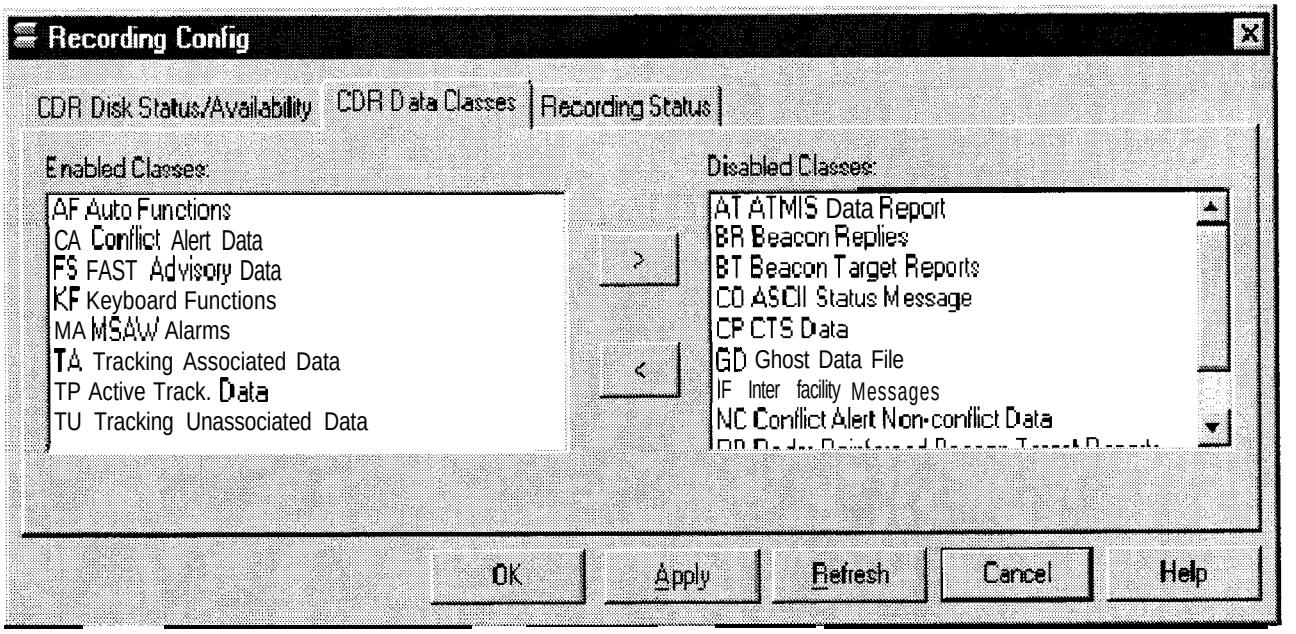

FIGURE 4-74. CDR DATA CLASSES WINDOW
5. CDR Data Classes tab (Figure 4-74).